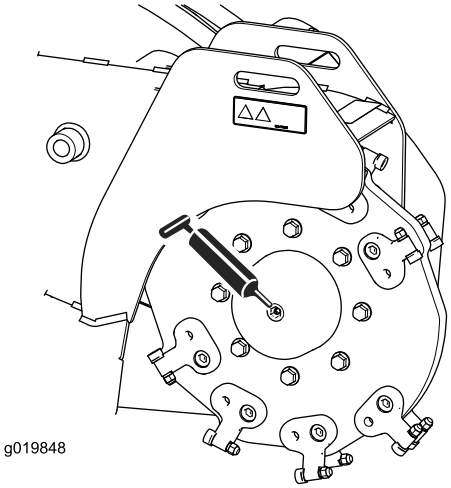
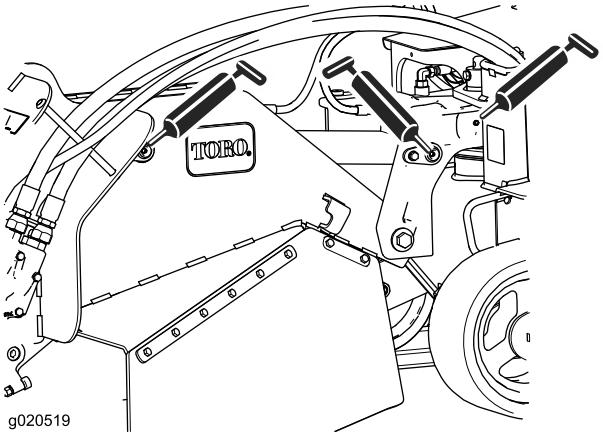

Figur 26
Figur 28
3. Sätt en smörjpistol på varje nippel (Figur 26 till Figur 28).